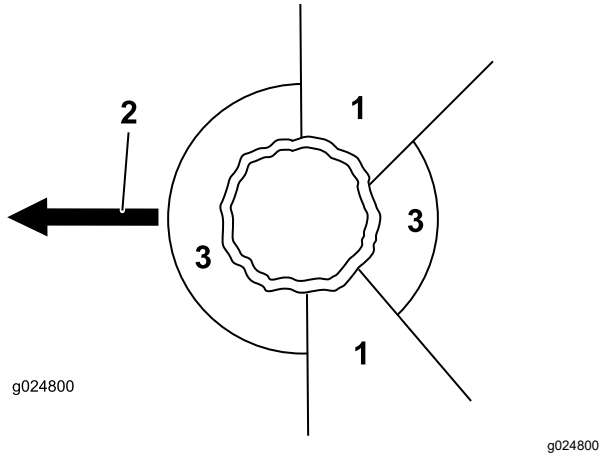

Rysunek 15
2. Określ niezablokowaną, bezpieczną drogę ucieczki z obszaru zagrożenia, patrz Rysunek 15.